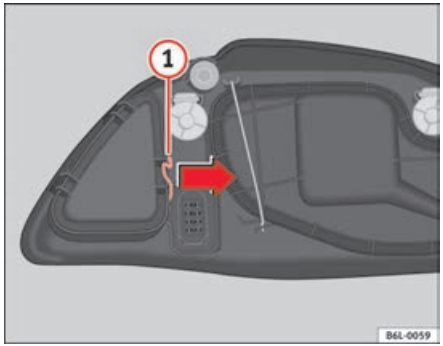

Fig. 155 Side lights
– Remove the loops (1) ⇒ fig. 155 in the direction of the arrow and remove the cover.